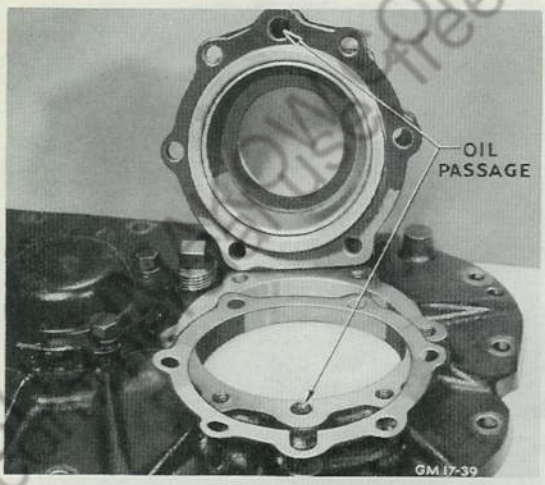

Fig. 20 Oil Passages in Main Drive Gear Cage, Gasket and Rear Cover Must Line Up as Shown.
1. When cage has been removed from cover, it is important that cage be replaced to cover so that oil passage in cage (90) and gasket (89) are not obstructed and are lined up to permit passage of lubricant through cover. See Fig. 20.
2. When bearing cups (88 and 93) have been removed from main drive gear cage (90) it is important that they be replaced so that each cup seats against shoulder in cage. If cups do not seat fully and are cocked in cage, it is impossible to obtain proper bearing adjustment. Bearing cup replacing tool (J-1715) should be used for this operation.